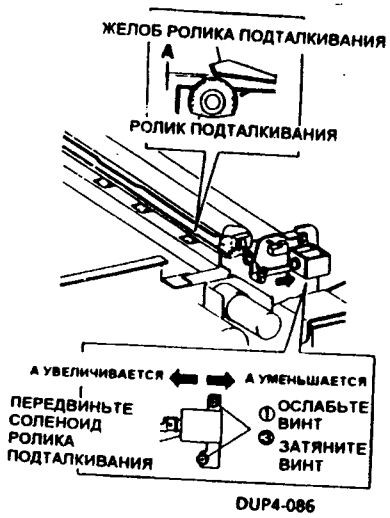

Рис. 3
1 Ослабьте винты (2) крепления соленоида ролика подталкивания (рис. 3) и отрегулируйте положение желоба.